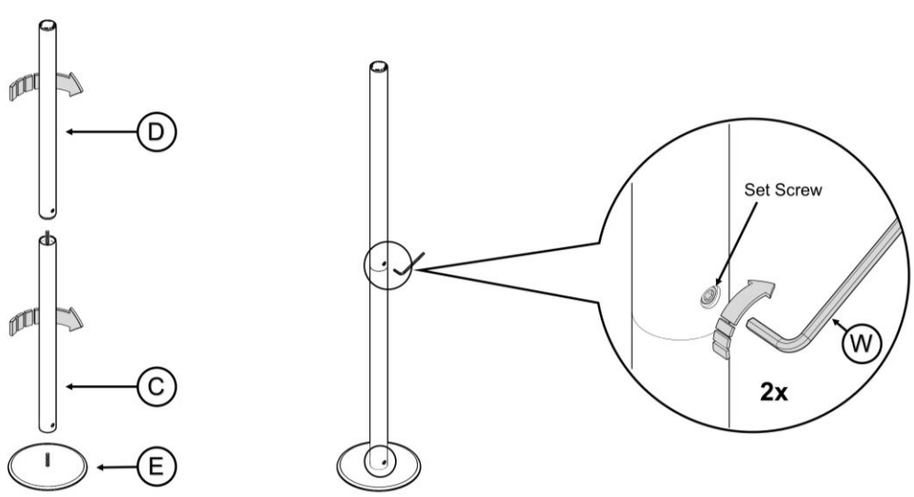

FIGURE 2
2. Assemble items **C**,**D**,**E** as shown in *FIGURE 2.* Tighten tubes and base firmly together. Tighten both set screws with **W**.